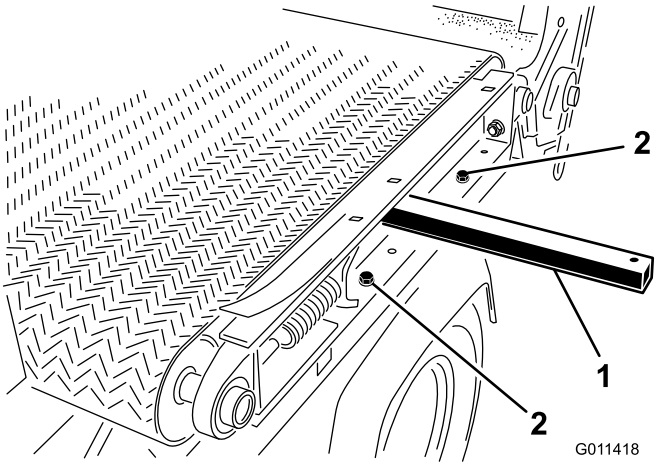

Figur 35
7. Fjern (2) hodeskruer, skivene og mutteren på hver side av maskinen som fester skyveplanet til rammen (Figur 35).
- Sett en løftestang inn i hullet på venstre side av maskinen, og hev løftestangen for å vippe skyveplanet (Figur 35).